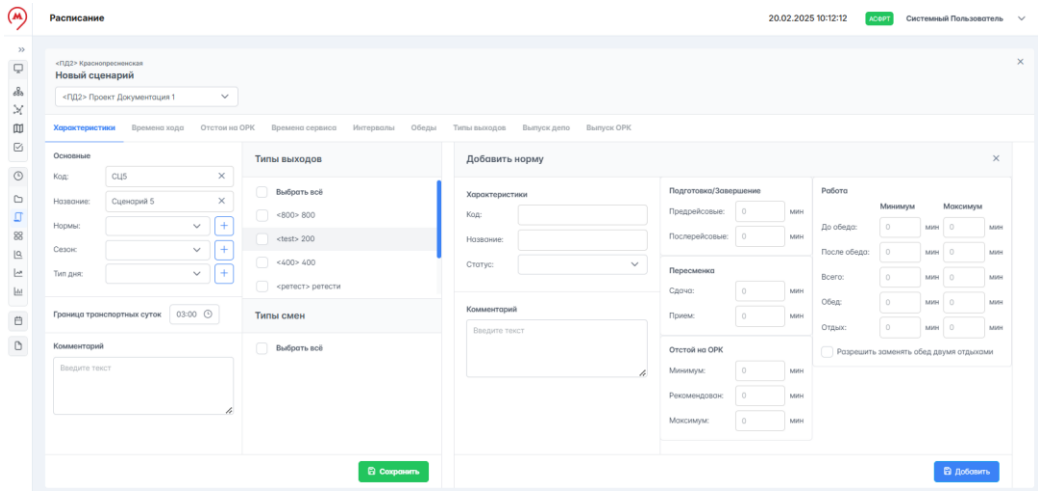

Рисунок 153 – Добавление нормы при создании сценария
5. Заполнить поле "Нормы" – выбрать из доступного списка нормативы по времени работы. Доступный список формируется из нормативов, добавленных на вкладке "Время работы" страницы "Нормативы"(см. п. 4.5.1). Список норм открывается при нажатии на в поле "Нормы". Если нужного норматива нет в списке, то его можно добавить, нажав на , после этого в правой части страницы отобразится окно "Добавить норму" (рисунок 153). Поля данного окна заполняются согласно правилам, описанным в п. 4.5.1.1. После этого необходимо нажать на кнопку Добавить, новый норматив будет добавлен в систему и выбран в поле "Нормы".